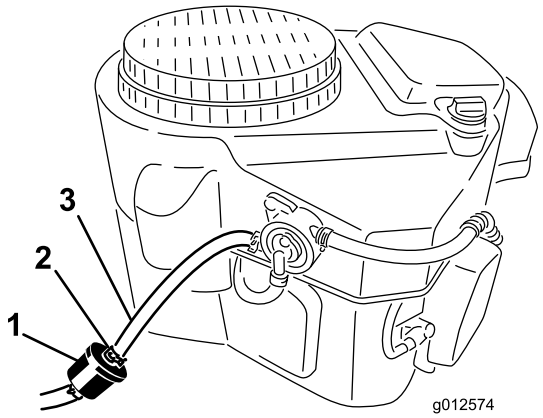

Figur 52
2. Gör rent runt bränslelocket så att det inte kommer in skräp i bränsletanken (Figur 52).
4. Kläm ihop ändarna på slangklämmorna och skjut bort dem från filtret (Figur 52).